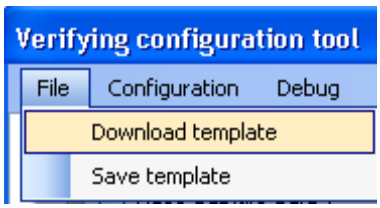

Figure 12.14-12 Download template
1. Go to the “File” menu on the control panel and select the “Download template” item (Figure 12.14-12).